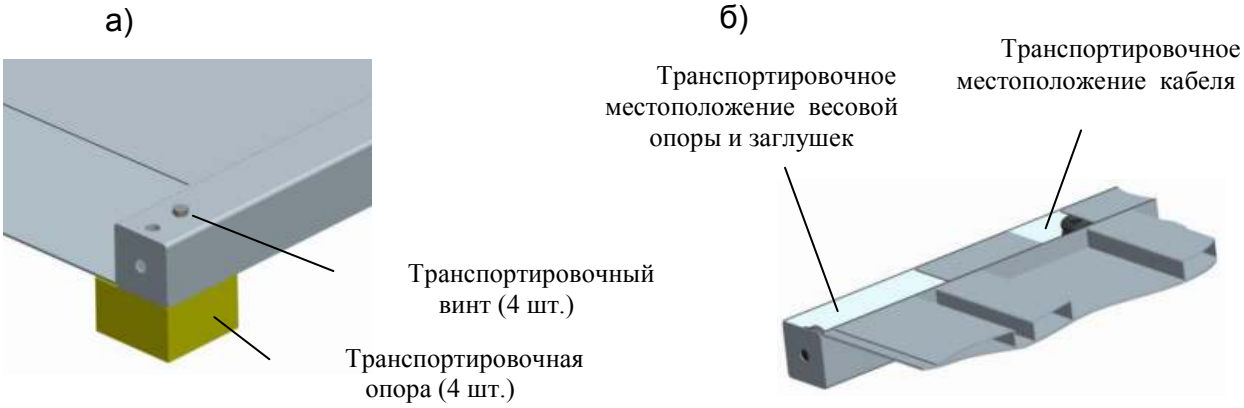

Рис. 6.2 - Распаковка модуля
6.2.1 Распакуйте модуль. Вывинтите транспортировочные винты, удалите транспортировочные опоры (Рис. 6.2а).
6.2.2 Переверните модуль. Извлеките из модуля весовые опоры, заглушки и кабель (Рис. 6.2б). Вкрутите весовые опоры в весоизмерительные датчики.